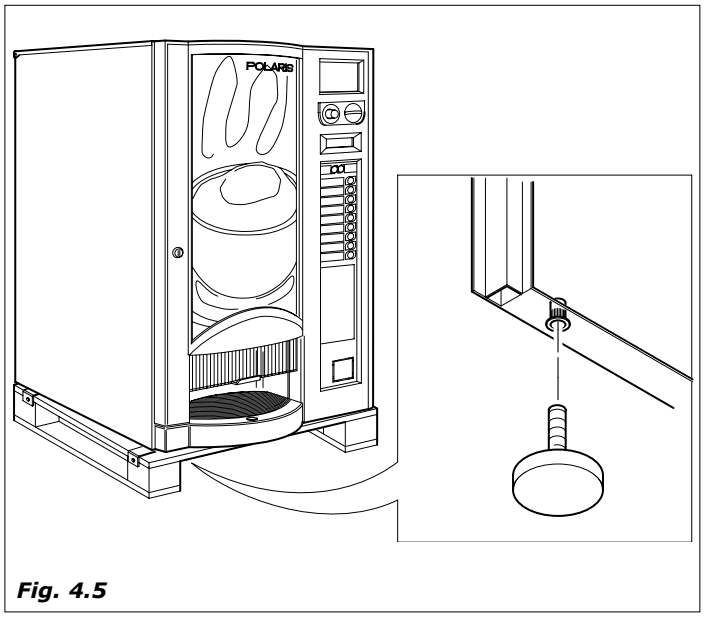

Fig. 4.5
– Soltar o palet e introduzir os 4 pezinhos nos furos roscados (Fig. 4.5) deixados soltos dos parafusos (A)